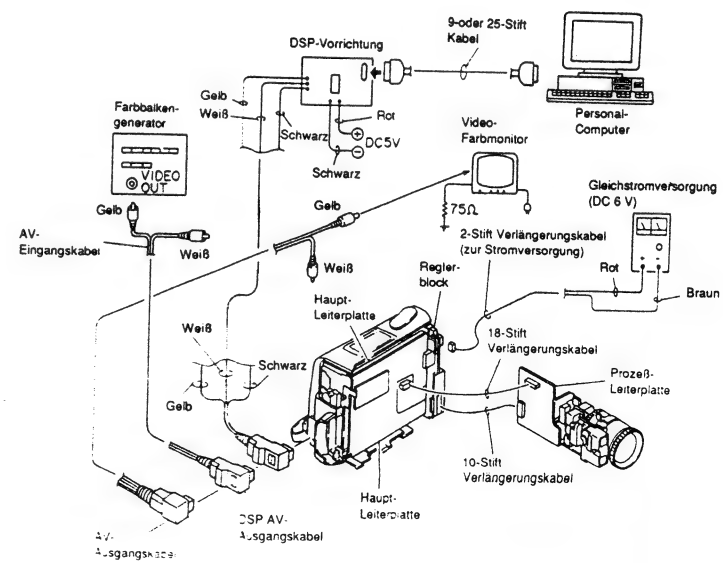

Abb. 4-1
Zuerst die nachfolgend aufgeführten Komponenten gemäß KAPITEL 2 DEMONTAGE ausbauen (siehe Abb. 4-1).
3) Diese Einheit, eine Stromversorgung und einen Video-Farbmonitor verbinden, wie es in Abb. 4-1 dargestellt ist.